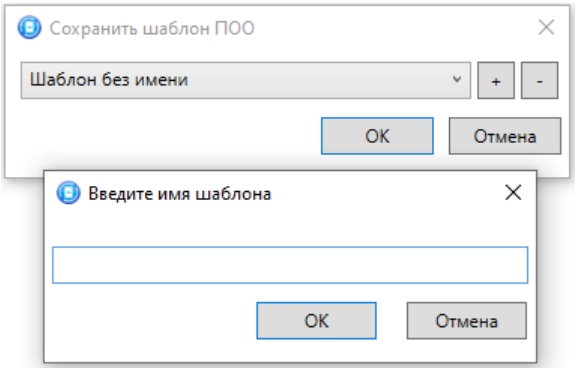

Рисунок 4.55 — Сохранение шаблона
- *Сохранить шаблон настроек:* открытие окна *Сохранить шаблон ПОО* (см. рисунок 4.55), с помощью которого может быть сохранена конфигурация ПОО контроллера в составе СПИ в качестве шаблона.